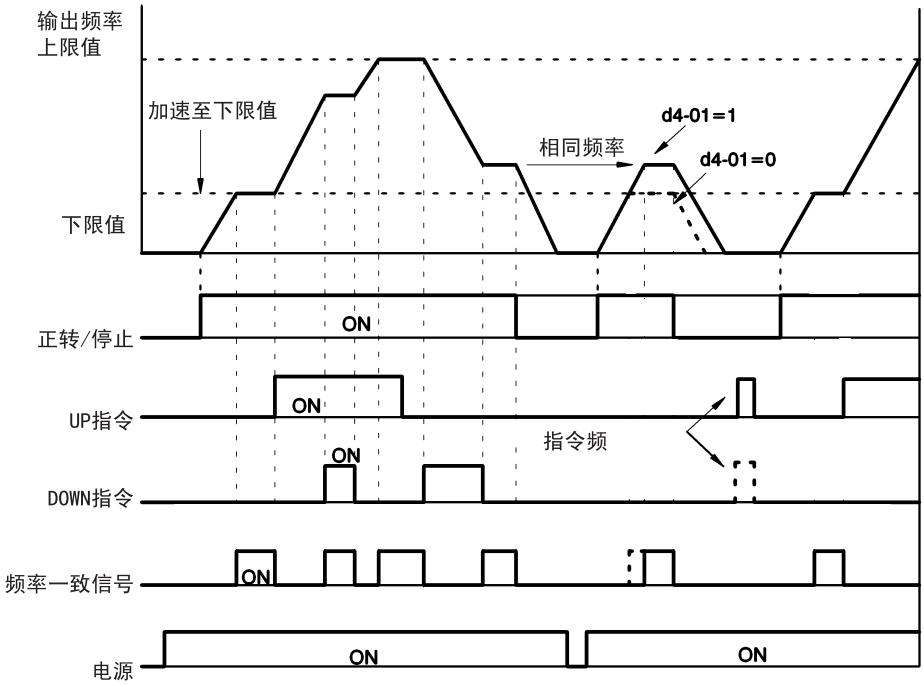

图 7.36 UP 指令 /DOWN 指令的时序图
- UP/DOWN 功能下被保持的输出频率，由 d4-01（频率指令的保持功能选择）的设定值被记忆（ 设定值：1)。这个值在电源切断后也被记忆，运行指令再次输入时，便从这个频率开始运行 。这个已记忆的输出频率，在运行指令为 OFF 状态下，一旦 UP 指令或 DOWN 指令（图 7.36 的指令频率复位）为 ON 时，则被消除。